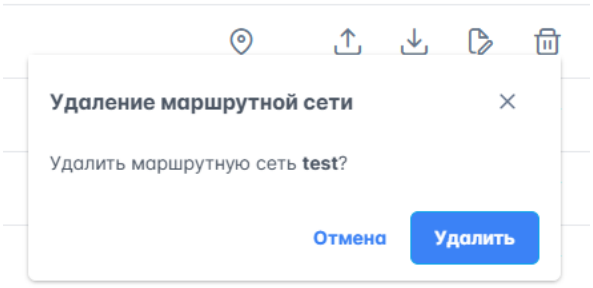

Рисунок 39 – Удаление МС
1. В строке записи МС нажать на 🗑, откроется окно подтверждения удаления (рисунок 39).